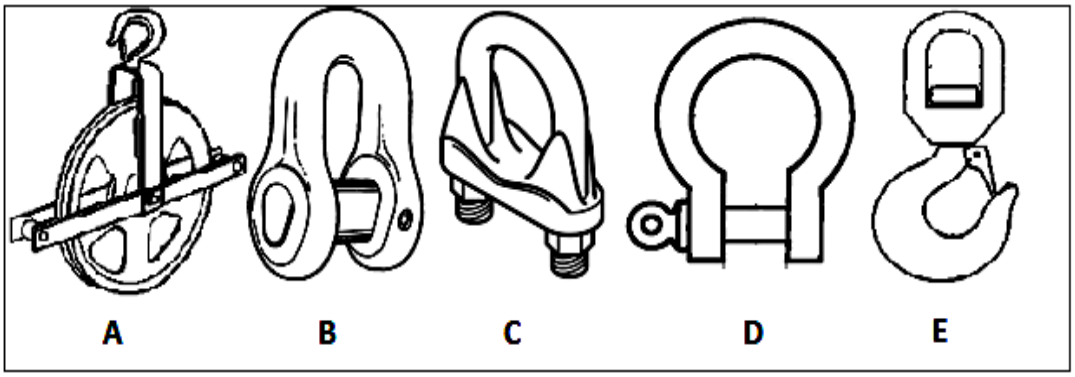

FIGURE 5
5.4 FIGURE 5 shows different types of fittings used on slings. Name each type of fitting used on steel rope slings by writing the answer next to the letter (A–E) in the ANSWER BOOK.